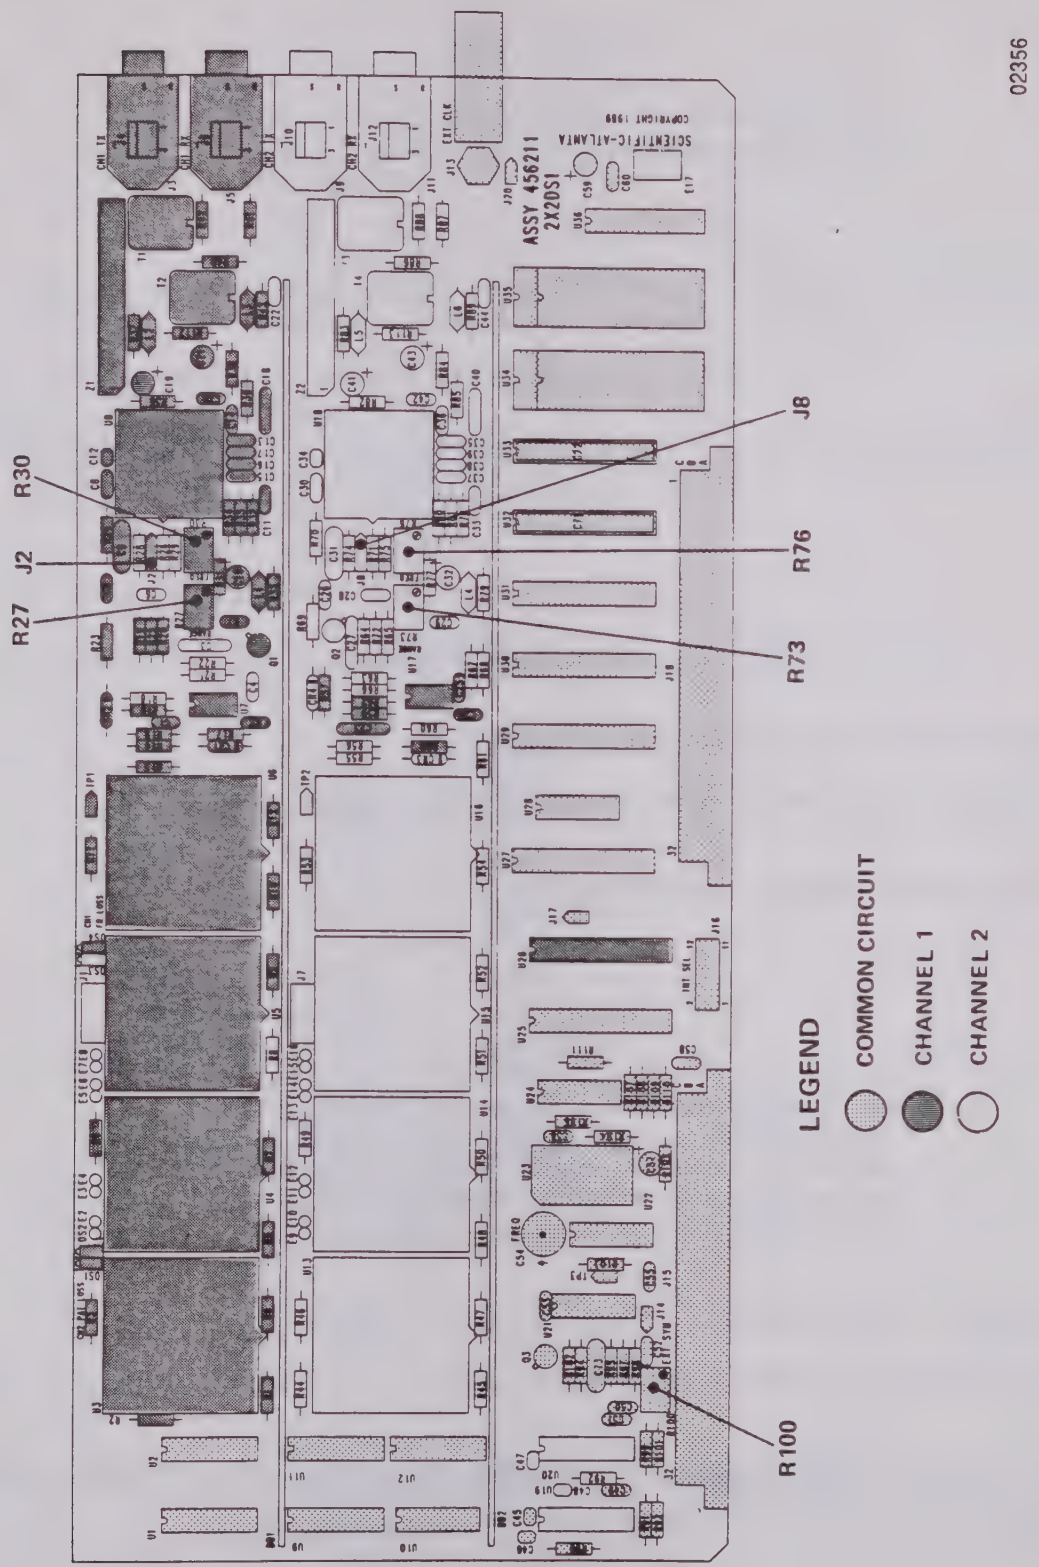

Figure 3.62. DS1 2x2 Card Components
5. Have the DS1 2x2 card schematic handy and refer to Figure 3.62 to locate components.